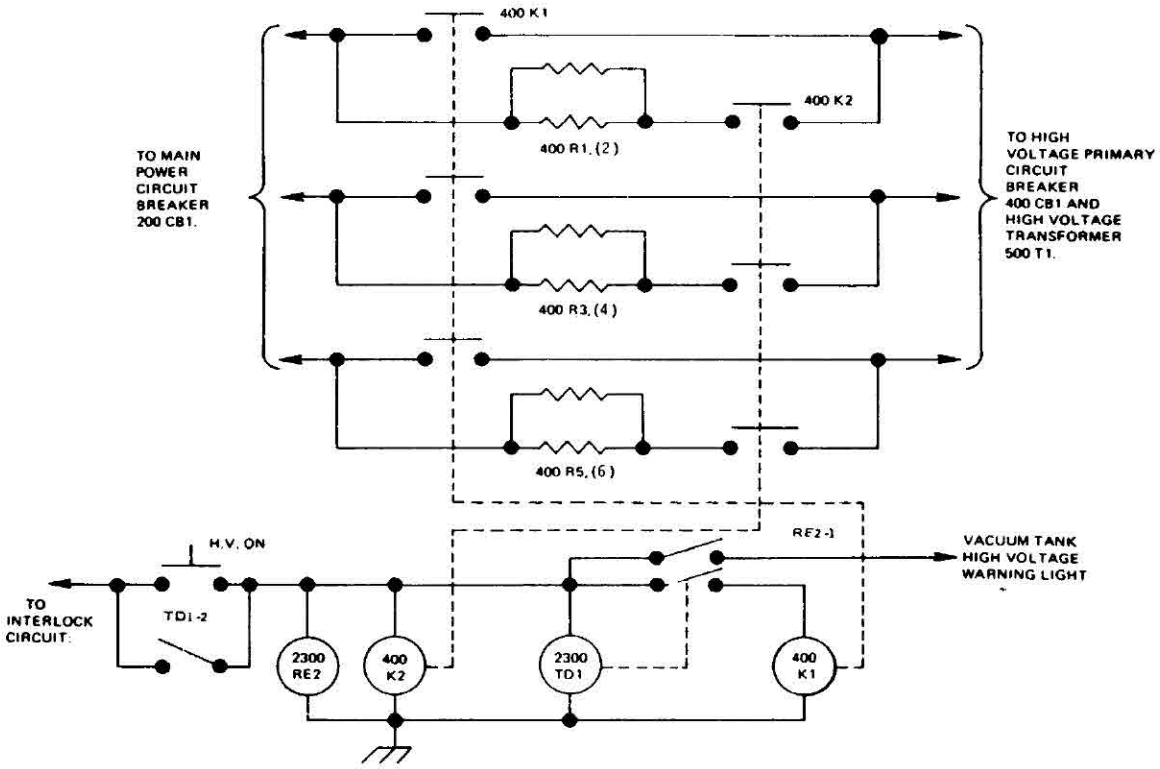

Figure 4-9. CV-14 A and B high voltage step start
4.6.1 High Voltage Step-Start (Figure 4-9)